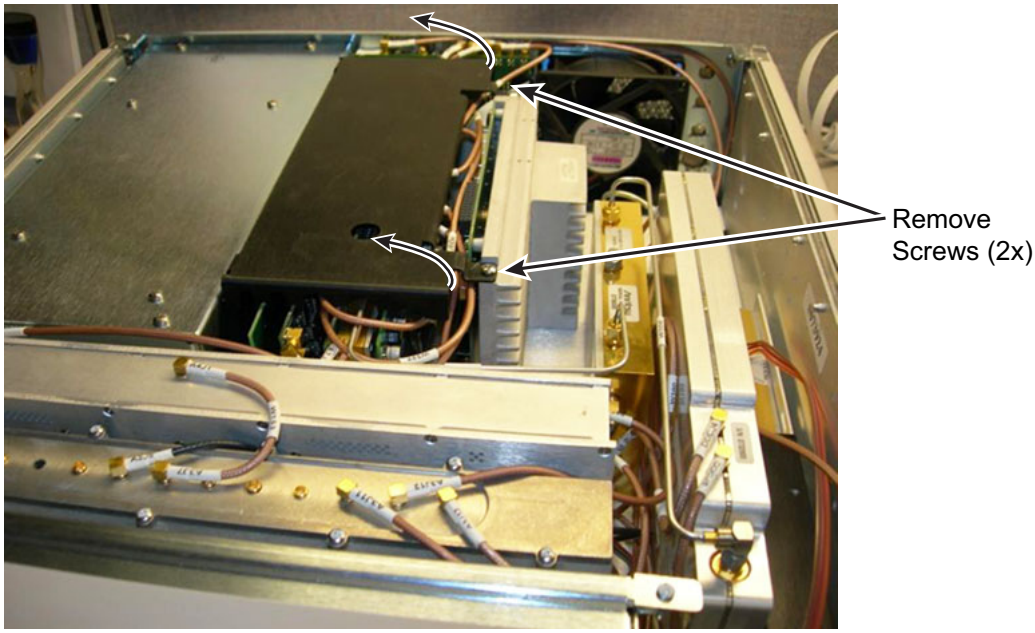

Figure 7-9. Card Cage Cover Removal
1. Use a Phillips screwdriver to remove the two screws that secure the card cage cover (Figure 7-9).
3. After ensuring the cover is properly installed, insert and tightened the two PCB cover screws (Figure 7-9 on page 7-13).